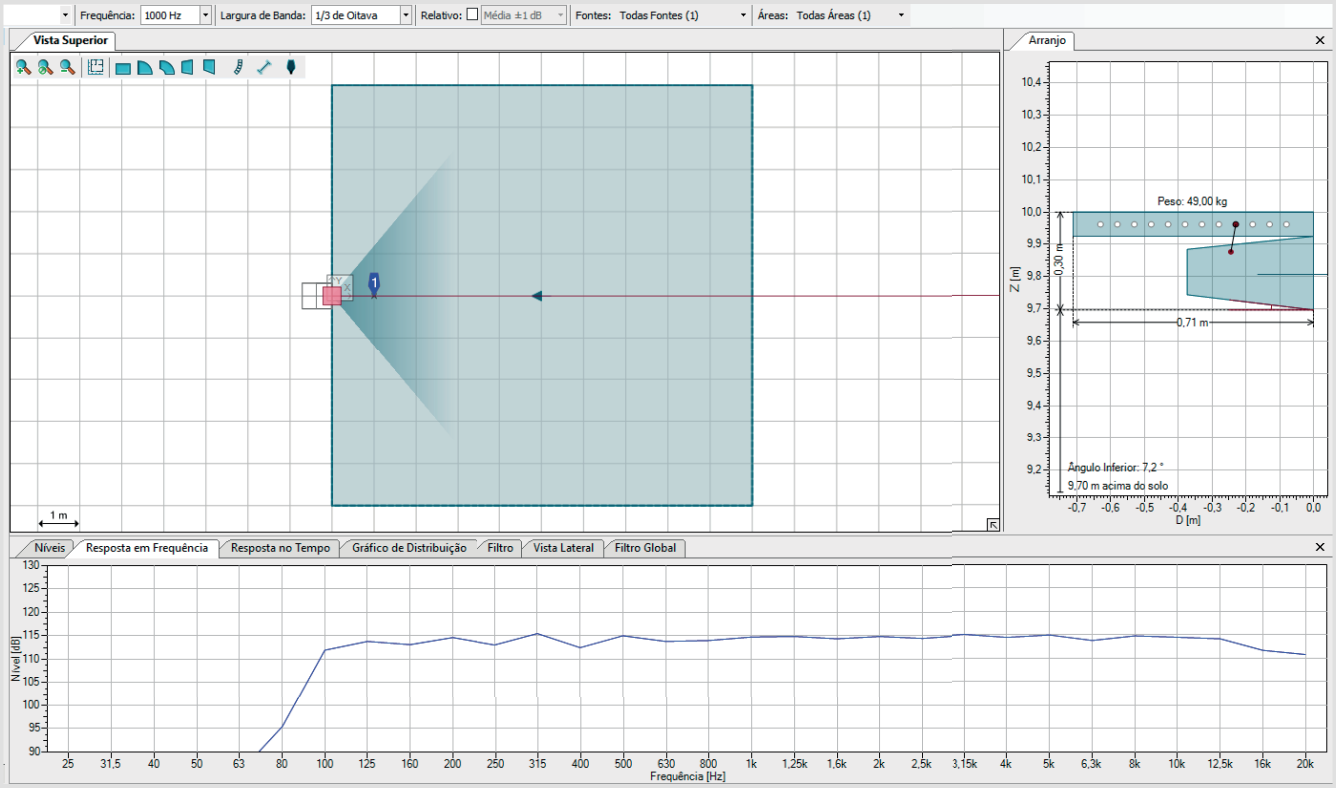

FIGURA 8
7 - Na figura 8 exibimos como referência o valor médio de SPL (Leq em curva de ponderação Z) medido o qual é introduzido no arquivo GLL para utilização em predição com os softwares Ease Focus e Ease. Exemplificamos uma caixa acústica autoamplificada com SPL médio (Z) de 114dB, com microfone de medição colocado no eixo a 1 metro de distância da caixa e com largura de banda de 1/3 de oitava.